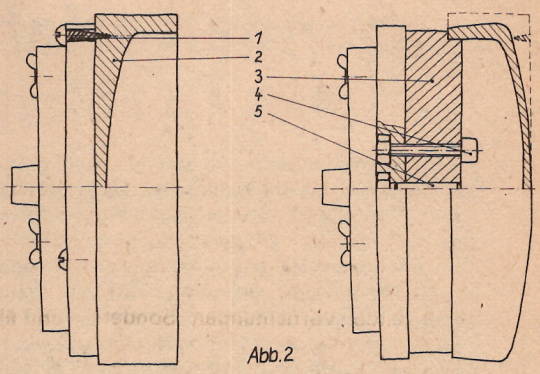
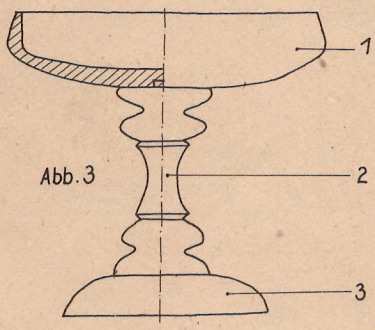

Abb. 2
Abb. 3
Sollen Hohlkörper wie Teil 1 in Abb. 3 hergestellt werden, kann man so verfahren, wie es Abb. 2 zeigt. Der Rohling (2) ist an die Sperrholzscheibe mit Holzschrauben (1) befestigt. Der Körper wird innen ausgedreht. Nun wird das Drehteil mit dem Innendurchmesser auf einer Scheibe (3), die mit drei Zylinderschrauben (4) auf der Sperrholzscheibe befestigt und durch den Stift (5) zentriert ist, geschlagen und die Außenkontur kann gedreht werden. Bei diesem Verfahren ist es unbedingt notwendig, sich vorher Schablonen anzufertigen. Der Durchmesser des Rohlings sollte möglichst 150 mm ... 160 mm nicht überschreiten, da sich sonst Un-